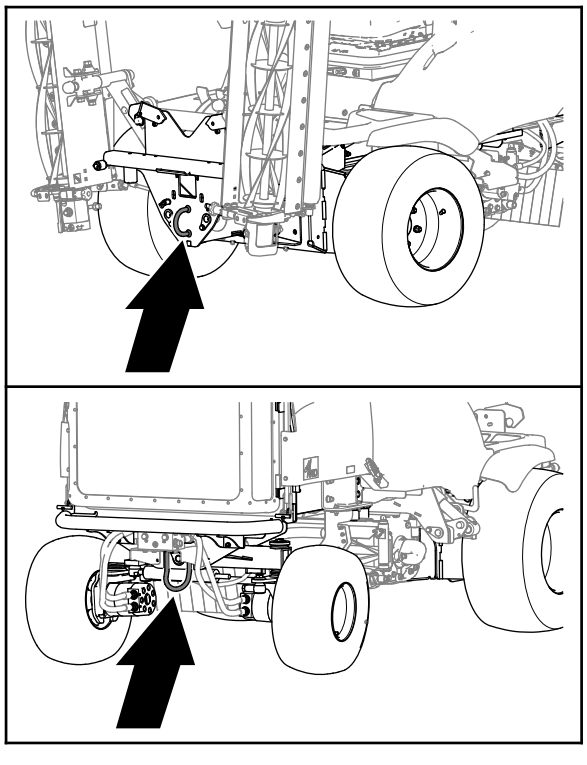

Figur 34
5. Anslut en **styv** bogserstång mellan dragöglan på maskinens framsida och bogserfordonet (Figur 34).